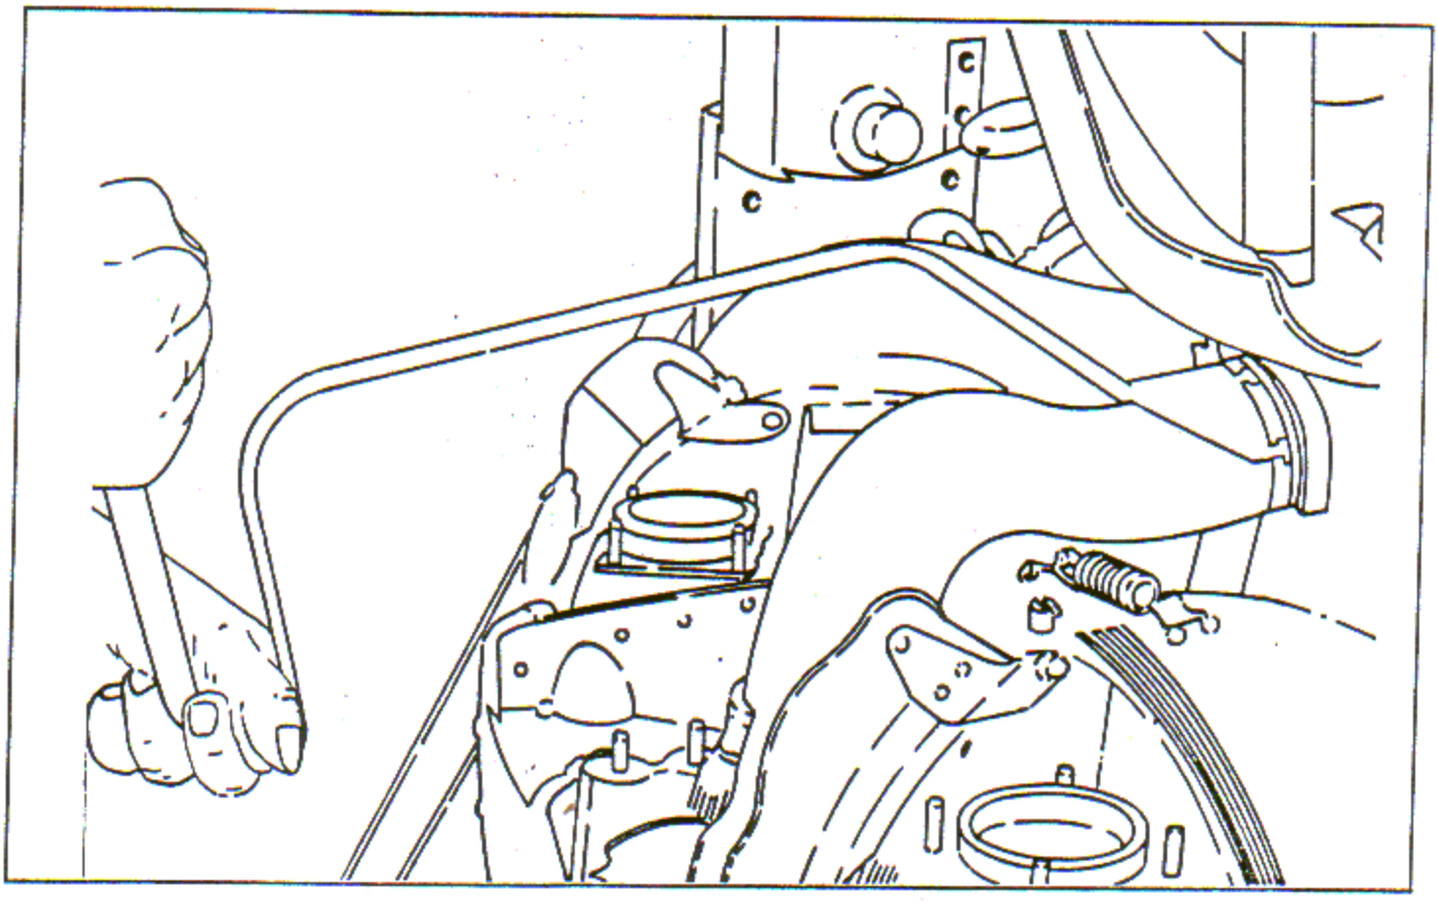

Figure 4-5. Loosening Intake Pipe Packing Nut
a. Loosen the intake pipe packing nuts, using wrench. See figure 4-5. Back the packing nuts onto the pipes.